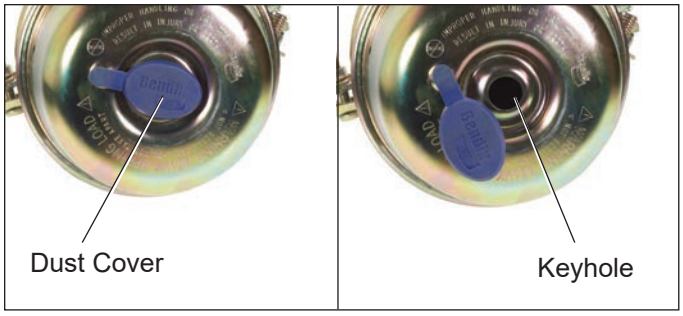

Figure 44 – Dust Cover Removal (Actual Dust Cover Design May Vary)
5.4.4 Remove the dust cap or weather seal from the keyhole in the center of the piggyback spring brake chamber (*See Figure 44).*